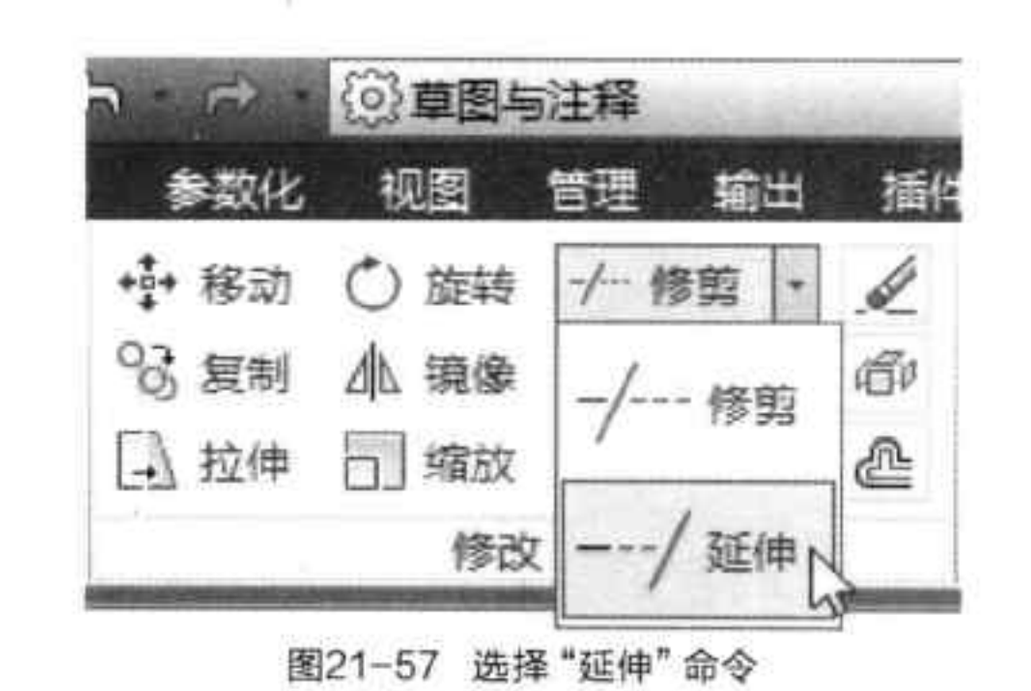

图21-57 选择“延伸”命令
Step 16 单击“修剪”下拉按钮，在展开的列表中选择“延伸”命令，如图 21-57 所示。